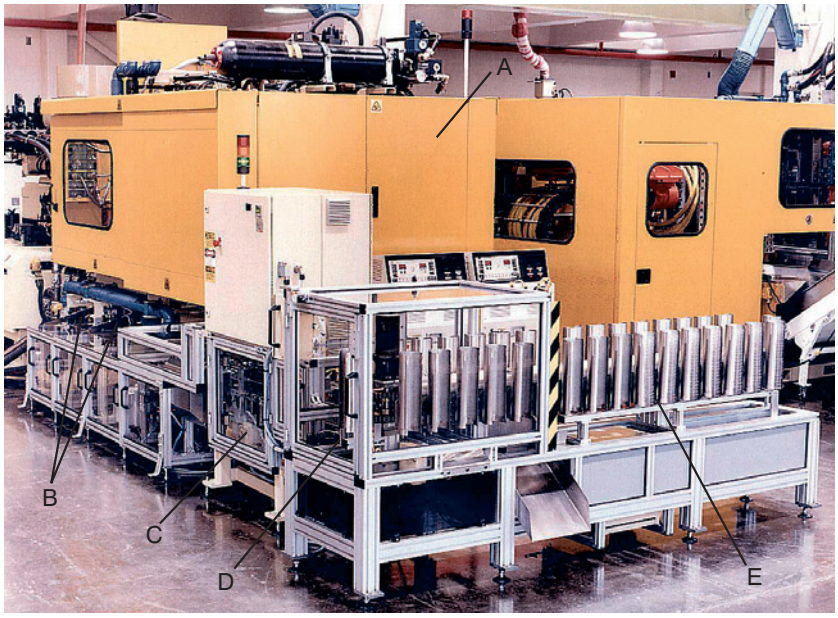

Figure 4.7 Petri dish system (Courtesy: Husky)
Figure 4.7 shows a Petri dish system taken from the rear of the clamp, which is protected by guards (A). The bottoms and the tops of the Petri dish are molded on each face of a 2 × 4, 2 × 6, or 2 × 8 stack mold. *Guide rails* transport the molded parts by conveyor (B) to an assembly station (C); from there the assembled dishes move to a stacker (D) and the stacks of assembled Petri dishes are then moved to an (open) "sleeving" station (E) where plastic sleeves are manually pulled over the stacks for boxing and shipping to a sterilizer; cycle time: 3.5 s, productivity (with 2 × 8 mold): 8,200 assembled dishes/hour.